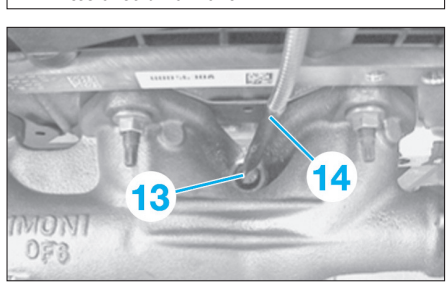

Fig. 84
• Extraire les vis à douze pans (13) avec un outil à griffe (14) **(Fig.84)**.